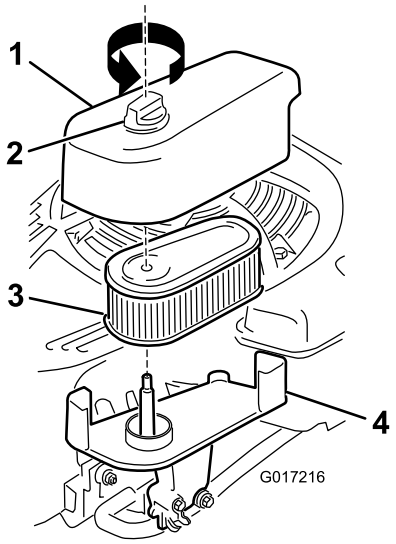

Rysunek 32
1. Poluzuj element mocujący i zdejmij pokrywę filtra powietrza (Rysunek 32).